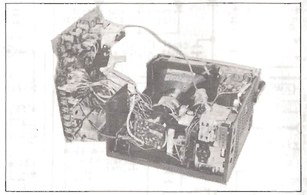

Fig. 3
5. Should any parts other than the color TV unit require alignment or repair, lift and remove both the color TV P.C. board and the side control panel (without disconnecting them from each other), and preferably position the unit with the side control panel facing downward, as illustrated in Fig. 3. This is the safest positioning, and is recommended for adjusting purity or convergence. Remove the wire clamps if necessary.